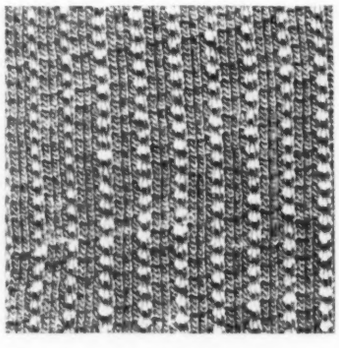

Fig. 4. Design produced by knitter
Fig. 4 illustrates a fabric, the design of which was not drafted. The fabric was made on a 28-gage, 1,152-needle machine with a 20-in. cylinder, pattern wheels 120 needles once around, and 4 feeds—1 plain, 3 pattern. Plain-feed yarn is blue, pattern-feed yarn is scarlet. Table 2 shows the feed arrangement.
A pattern, such as shown in Fig. 4, can be made on almost any machine, because most cylinders are divisible by four. As the wheels should be set on a certain needle in setting up the machine to make the pattern, it is advisable to set them on the 1-out needle.
**TABLE 2. Arrangement of feeds for fabric in Fig. 4**